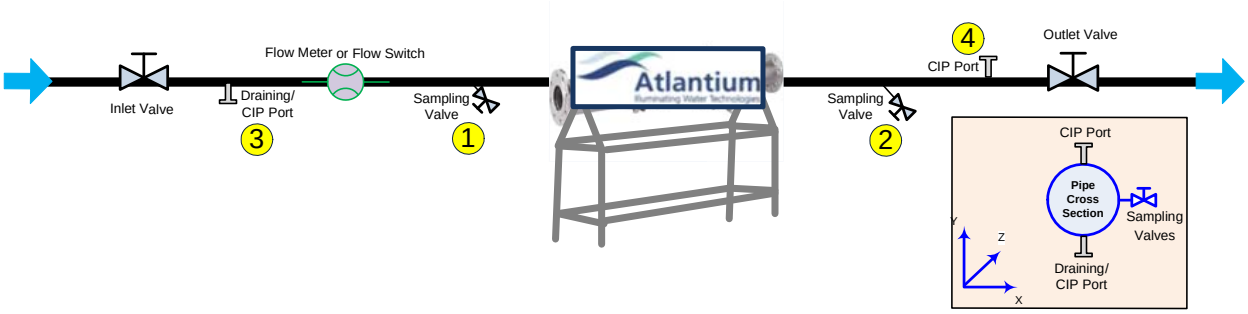

Figure 5-6: CIP Ports and Sampling Valves Orientation
Step 1. On the Inlet side, install the **Long welding ferrule** or **threaded male adapter (1).**
- Position aseptic sampling valves **(1 & 2** in **Figure 5-6** on page **5-4)** **horizontally** (90^0) on the pipe center, within 50cm of the Unit.
- Weld the 1 inch **ferrule (1)** clamp fitting at a horizontal orientation (3 or 9 o'clock).
- Thread the **male adapter (1)** clamp fitting to the port.
Step 2. Fit the 1" gasket **(2)** into the **welding ferrule** or **threaded male adapter (1)**.
Step 3. Fit the aseptic **sampling valve (4)** on over the gasket **(2).**
Step 4. Fit the clamp **(3)** around the aseptic **sampling valve (4)**/ gasket **(2)**/**welding ferrule** or **threaded male adapter (1)** and close and lock it.